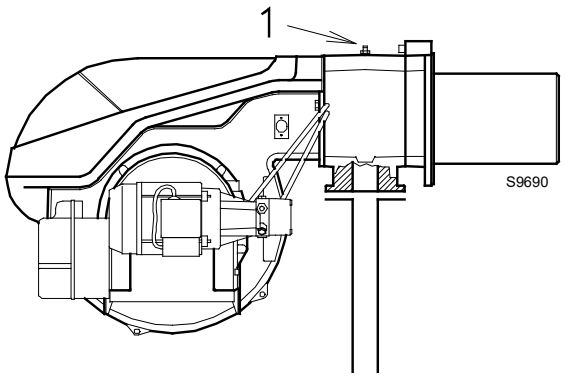

Afb. 26
Gasdruk gemeten op afnamepunt 1)(Afb. 26), met:
- trek van de gasdruk aan het afnamepunt 1)(Afb. 26) de druk in de verbrandingskamer af.
Om daarentegen de nodige gasdruk te kennen op het afnamepunt 1)(Afb. 26), wanneer het maximumvermogen waarop de brander in de 2de vlamgang moet werken vastligt:
- Lees aan de rechterkant, kolom 1, de druk aan het afnamepunt 1)(Afb. 26).
druk nodig op het afnamepunt 1)(Afb. 26).